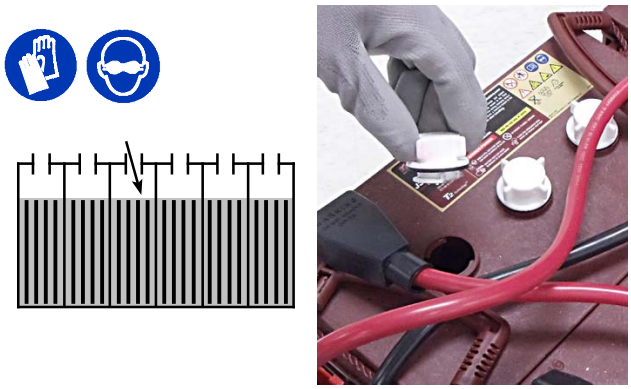

図 107
1. すべてのバッテリーの電解液レベルを確認します (図107) 。「バッテリー」を参照してください。